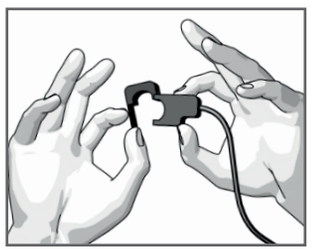

Fig. 4
1. Pull the release clip to open the mini CT sensor (Fig. 4)